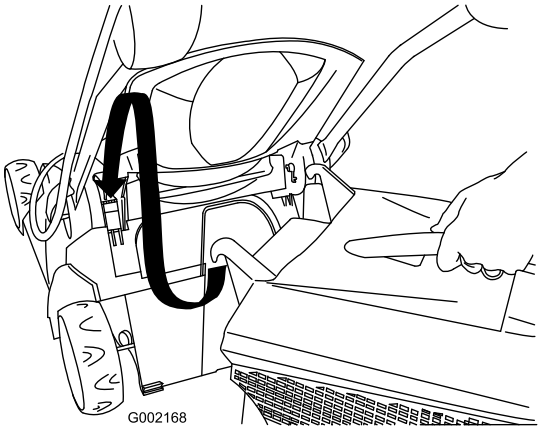

Рисунок 20
1. Поднимите заднюю дверцу и установите на газонокосилку сборник скошенной травы (Рисунок 20).